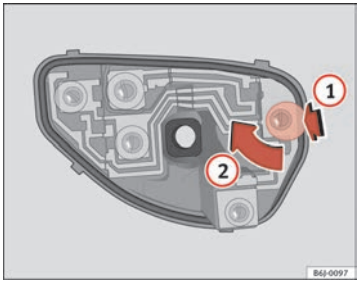

Fig. 145 Cambio lámparas luces posteriores
– Una vez retirado el portalámparas, presione en sentido de la flecha (1) y gire a la vez en sentido de la flecha (2) ⇒ fig. 145. ■